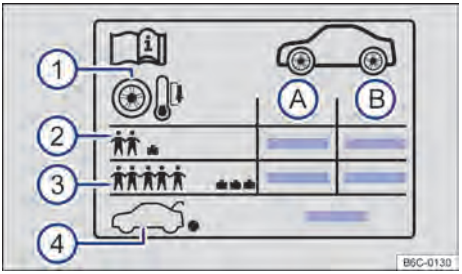

Fig. 193 Etiqueta con las presiones de los neumáticos
Indicaciones en el adhesivo de la presión de los neumáticos→ fig. 193:
– Adecuar la presión de los neumáticos según la carga del vehículo → fig. 193 ③.